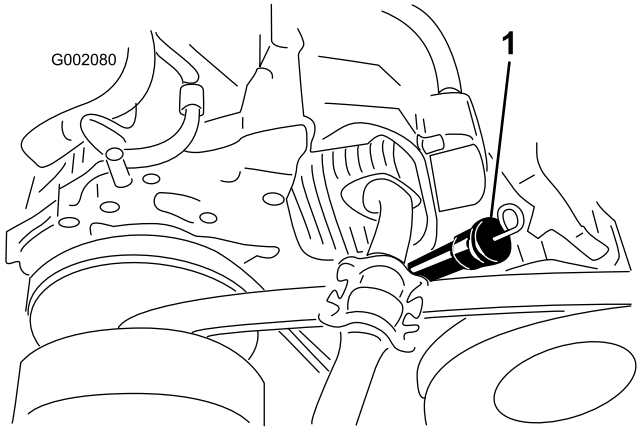

Figura 39
8. Limpie alrededor de la varilla de aceite y el tubo de llenado, y retire la varilla de aceite (Figura 39).
9. Vierta aceite del tipo especificado en el tubo de llenado hasta que el nivel llegue a la marca Full (Lleno) de la varilla (Figura 39).
10. Introduzca la varilla a fondo en el tubo de llenado, retire la varilla y compruebe el nivel de aceite (Figura 39).
11. Instale la varilla en el tubo de llenado hasta que la varilla está colocada firmemente (Figura 39).